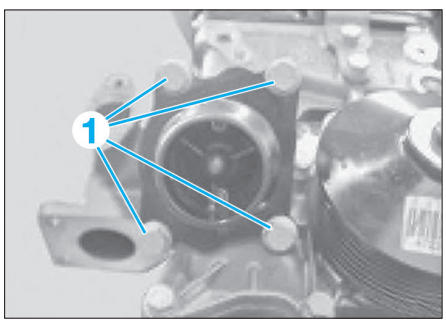

Fig. 43
- les vis (1) boîtier thermostatique **(Fig.43)**.